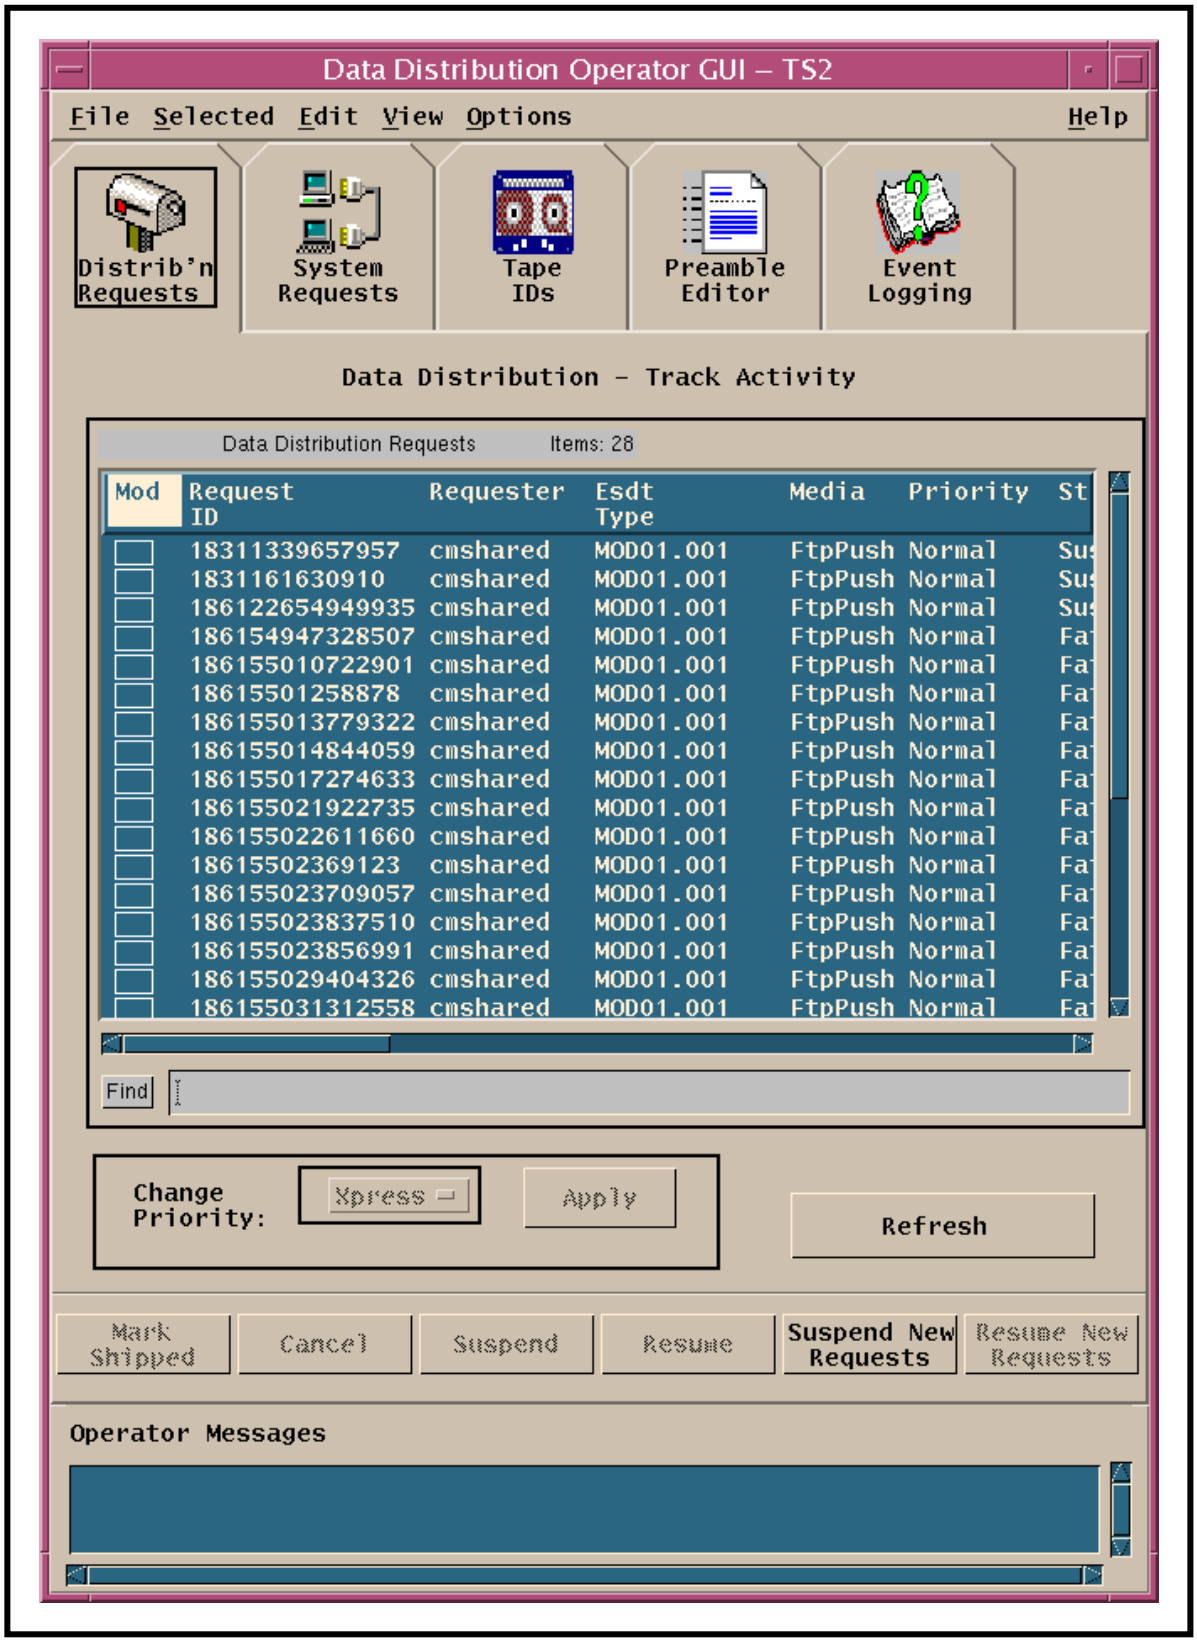

Figure 6. Distrib'n Requests Tab (Data Distribution Operator GUI)
- The **Data Distribution Operator GUI Distrib'n Requests** tab (Figure 6) is displayed.
The Distribution Technician monitors and manages data distribution requests primarily via the **Data Distribution - Track Activity** window of the **Distrib'n Requests** tab (Figure 6) on the **Data Distribution Operator GUI**. From the **Data Distribution - Track Activity** window the DAAC Distribution Technician can perform the following functions:
The procedure for monitoring data distribution requests starts with the assumption that all applicable servers and the **Data Distribution Operator GUI** are currently running and the **Distrib'n Requests** screen (Figure 6) is being displayed.
The procedure for configuring data distribution polling starts with the assumption that all applicable servers and the **Data Distribution Operator GUI** are currently running and the **Data Distribution - Track Activity** window (Figure 6) on the **Distrib'n Requests** tab is being displayed.